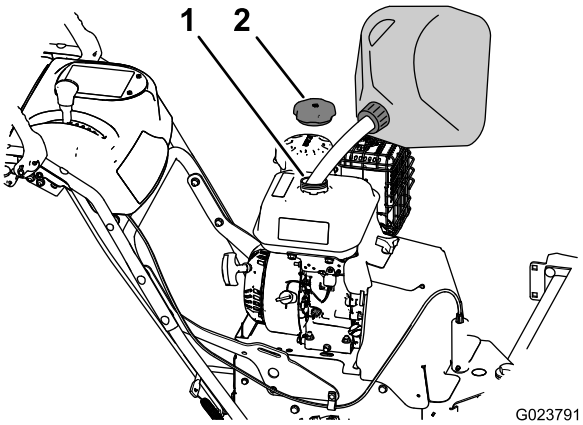

Figur 7
1. Rengør området rundt om brændstoftankens dæksel (Figur 7).
2. Fjern dækslet fra brændstoftanken (Figur 7).
4. Monter dækslet til brændstoftanken, og tør eventuelt spildt benzin op (Figur 7).